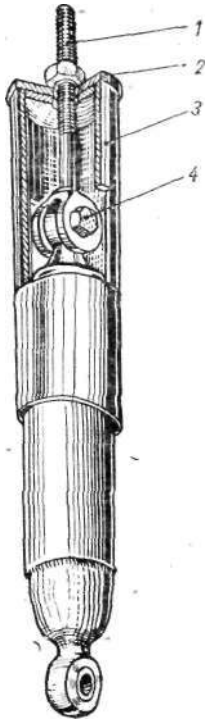

Рис. 125. Приспособление для разборки амортизатора.
3. Разборку амортизаторов производить в специальном приспособлении (рис. 125), которое несложно изготовить самим.